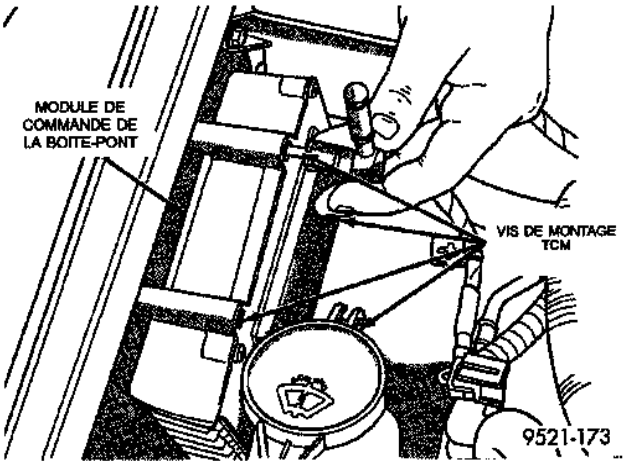
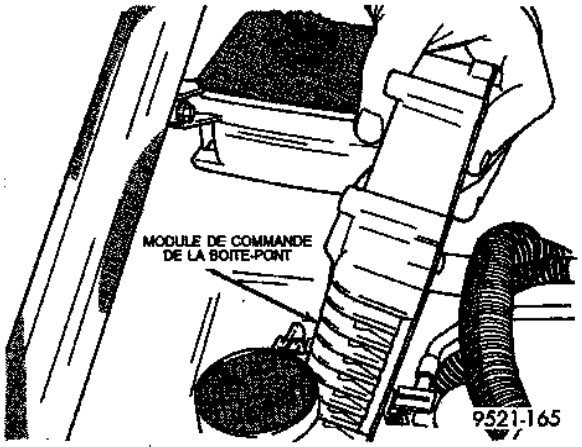

*Fig. 27 Vis de montage*
*Fig. 28 Module de commande de la boîte-pont*
(2) Déposer les vis de montage du module de commande de la transmission et lever le module pour l'extraire du véhicule (Fig. 27) (Fig. 28).